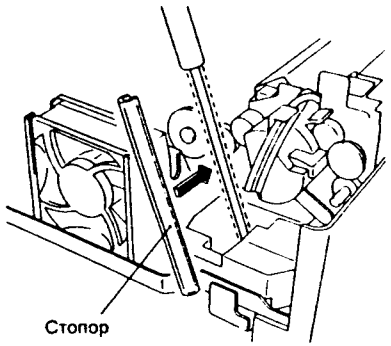

Рис. 2 NZM-0147
5. (Рис. 2): Установите стопор под заднюю пневматическую пружину.